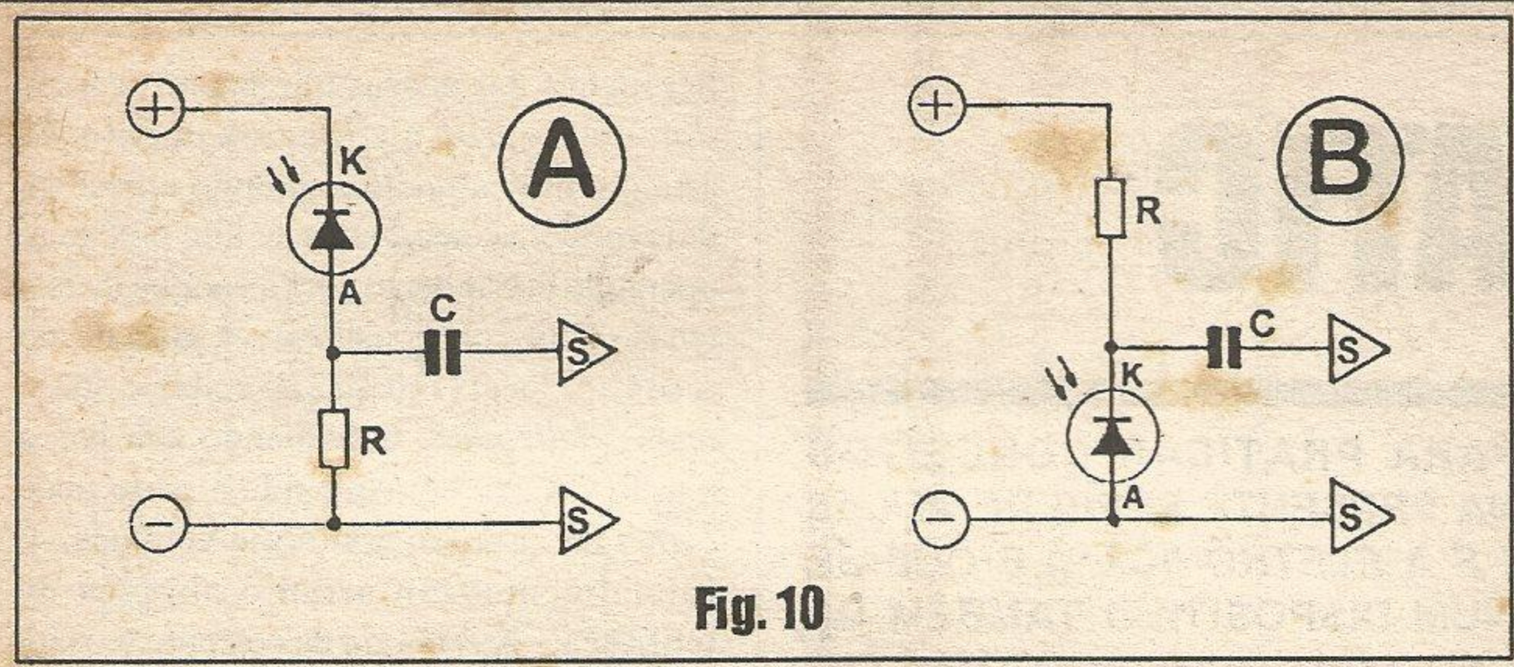

Fig. 10
**- FIG. 10 - COMO *RECOLHER* OS SINAIS DOS FOTO-DIODOS... -** Nos itens **A** e **B** da figura, vemos as duas configurações básicas para a *recolha* ou *aproveitamento* dos sinais *traduzidos* por um FOTO-DIODO... Observar que em ambos os casos a polarização do detetor é sempre *inversa*, com seu terminal de **catodo (K)** recebendo polarizacão **positiva**, e terminal de **anodo (A)** recebendo polarização **negativa**... Nos arranjos convencionais, um resistor/divisor é acoplado *em série* como FOTO-DIODO, de modo a determinar um ponto (na interligação desses dois componentes - FOTO-DIODO e resistor...) onde é possível *recolher* o sinal elétrico, na forma de uma tensão , ou *modificação de tensão*, gerado pela luz que incide sobre o componente... Na disposição **A**, incidindo sobre o FOTO-DIODO um *flash* luminoso, mesmo que muito breve, o incremento momentâneo de corrente através do detetor fará aparecer, na saída **S** um pulso elétrico com *crescimento da tensão*... Já na disposição **B**, na presença de um *lampejo* de luz sobre o opto, a saída **S** mostrará um momentâneo pulso com *decremento da tensão*... O leitor/*aluno* já tem conhecimentos suficientes para saber que, com o conveniente arranjo, é possível então obter pulsos ou manifestações de saída na desejada polaridade, de modo a adeqüar os sinais aos *próximos* estágios ou blocos circuitais envolvidos numa função mais complexa... O dimensionamento calculado do resistor **R** também permite ajustar (dentro de certa faixa...) os níveis ou intensidades das manifestações elétricas de saída... O capacitor **C** não é um componente *obrigatório* no arranjo, porém normalmente tem suas importantes funções isoladoras quanto à C.C. presente nos próximos estágios, devendo ainda o leitor/*aluno* lembrar que - como o FOTO-DIODO é normalmente aplicado em funções de alta velocidade, operando com pulsos breves (sinais pulsáteis...) - o capacitor *não* representa obstáculo à passagem dos sinais para os estágios seguintes, tornando mais conveniente e fácil as eventuais polarizações que devam ser aplicadas aos componentes de amplificação de tais blocos, destinados a *reforçar* os sinais gerados pelo FOTO-DIODO...